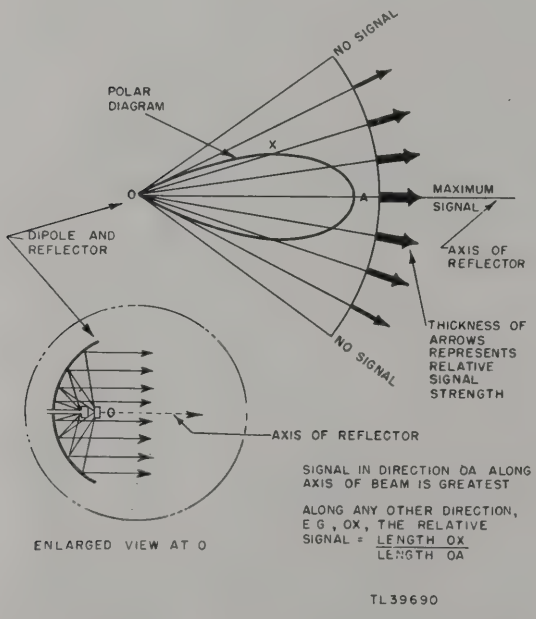

Figure 2. Horizontal antenna pattern.
(1) A single radiating element (a dipole) sends out more energy in some directions than in others. A system of reflectors further concentrates the energy. These principles are utilized in the construction of radar antennas to produce a single, unidirectional, narrow beam of energy. The pattern produced in this manner permits the beaming of maximum energy in the desired direction.
(2) The transmitting pattern of an antenna system is the same as the receiving pattern (fig. 2). One antenna, therefore, can be used both to transmit and to receive energy effectively.